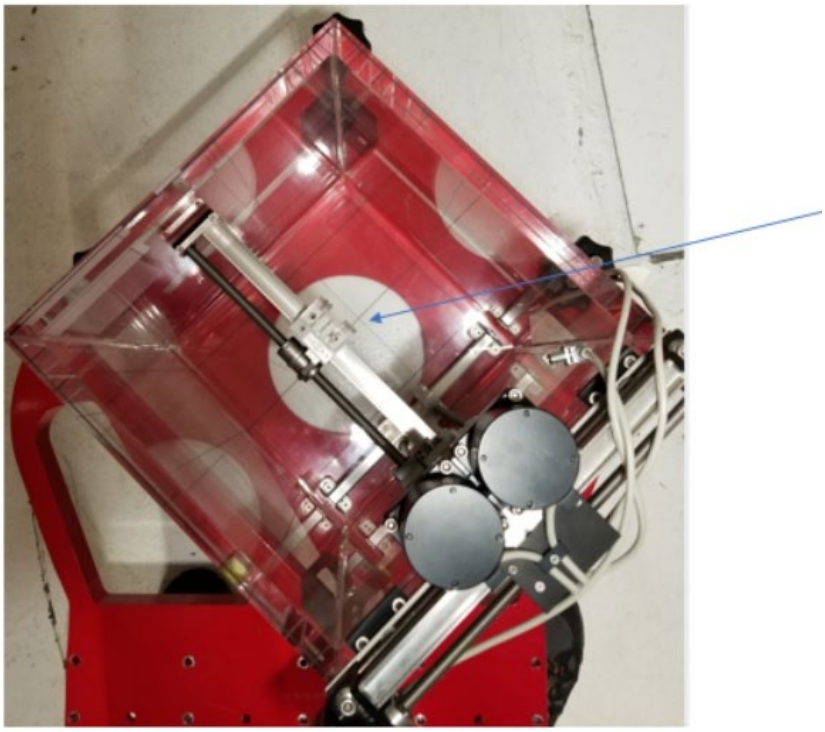

Figure 1-8. Centre de la zone de numérisation
8. Utilisez le boîtier de commande suspendu PTW pour déplacer le dispositif de pointage près du centre de la zone de numérisation, là où la flèche pointe vers la ligne croisée (voir Figure 1-8). Abaissez le dispositif de pointage dans la direction +B à moins de 1/3 du haut du réservoir. Ensuite, réglez-le sur une nouvelle position zéro sur le boîtier de commande suspendu.